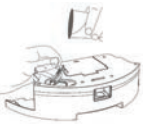

Рис. 4
2. Откройте резервуар для воды, наполните его водой и плотно закройте (рис. 4).